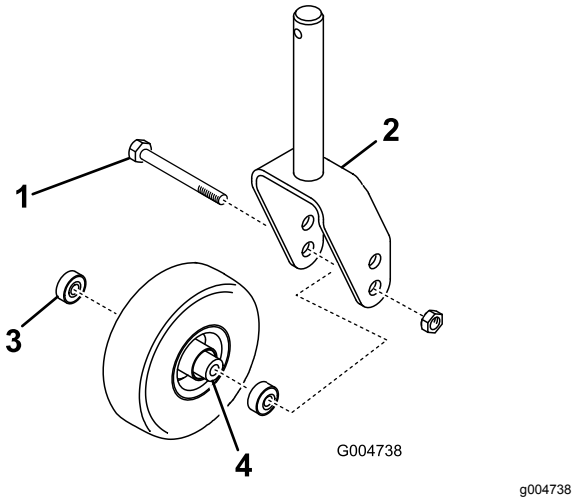

Figur 129
1. Fjern låsemutteren fra bolten som holder fast styrehjulet mellom styregaffelen eller styresvingarmen (Figur 129).
2. Ta tak i styrehjulet og skyv bolten ut av gaffelen eller svingarmen (Figur 129).
3. Fjern lagrene fra hjulnavet og la lageravstandsstykket falle ut (Figur 129).
4. Fjern lageret fra den andre siden av hjulnavet (Figur 129).